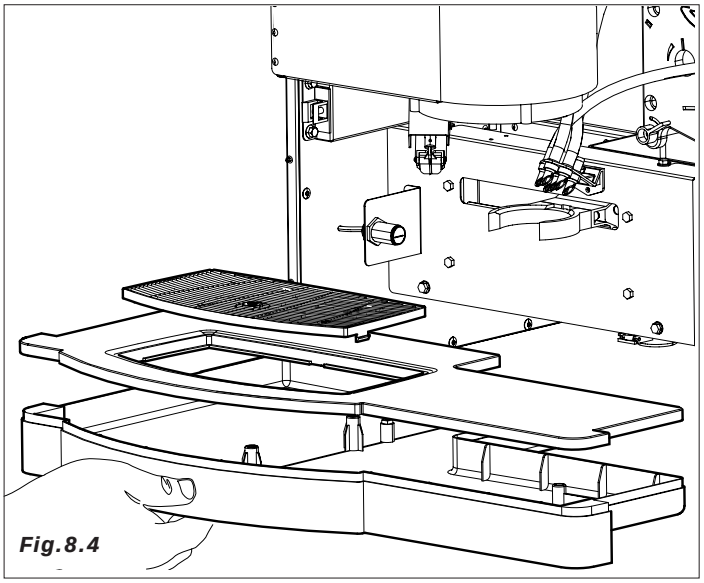

Fig.8.4
– ventana y soporte de dispensación del producto *(Fig.8.4)*